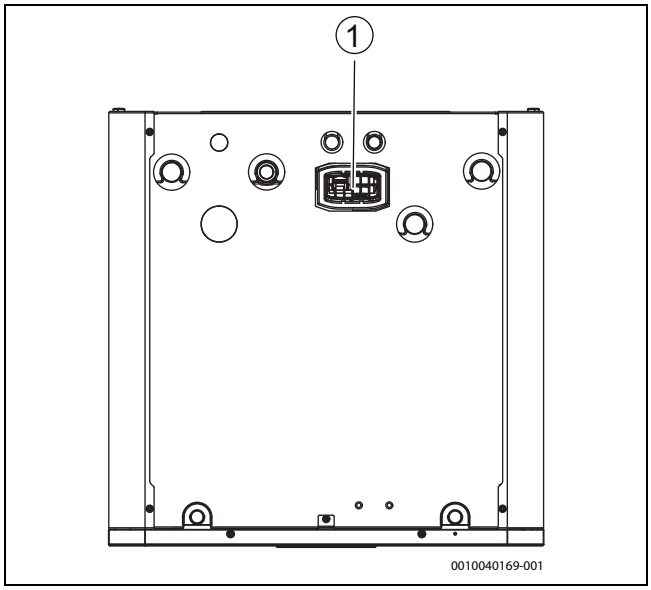

Fig. 14 Placement de Connect-Key K30 RF
▶ Placer le module dans le support (→[1], figure 14). Une LED clignote s'il est correctement inséré.